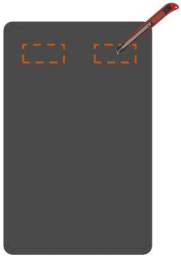

Рисунок 1
2. Отрежьте заднюю часть изоляции (рисунок 1).